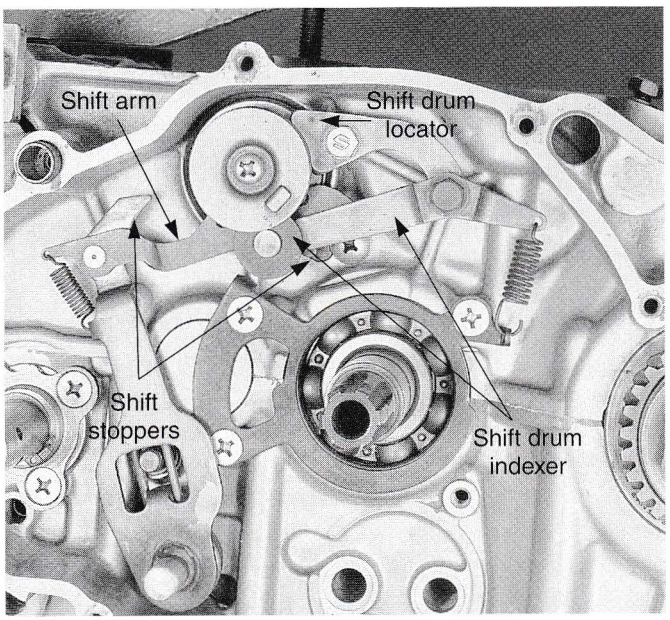

Figure 21-31. Double-check all components for correct installation during reassembly.
10. Locators, indexers, and shift stopper mechanisms must be installed properly, **Figure 21-31.**